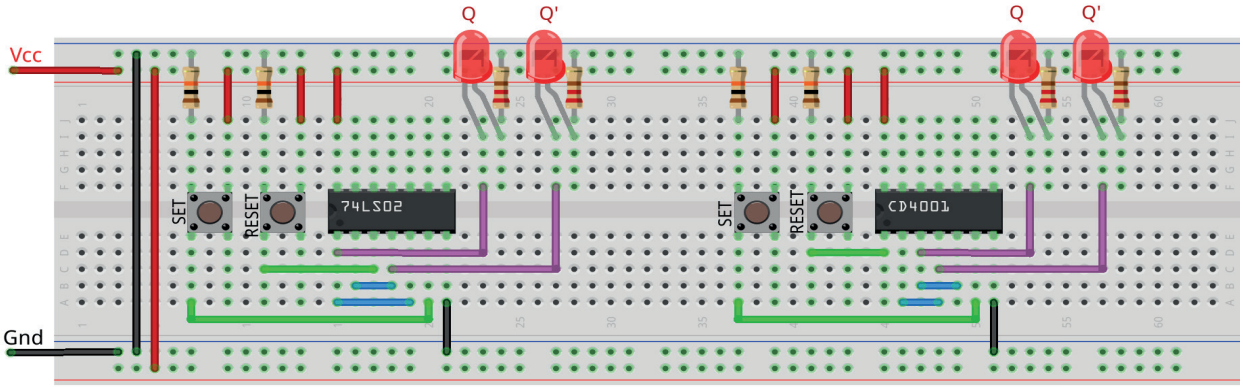

Figura 9.6 – Disposição dos componentes na placa de montagem.
1. Monte o circuito na placa de montagem, conforme figura 9.6.